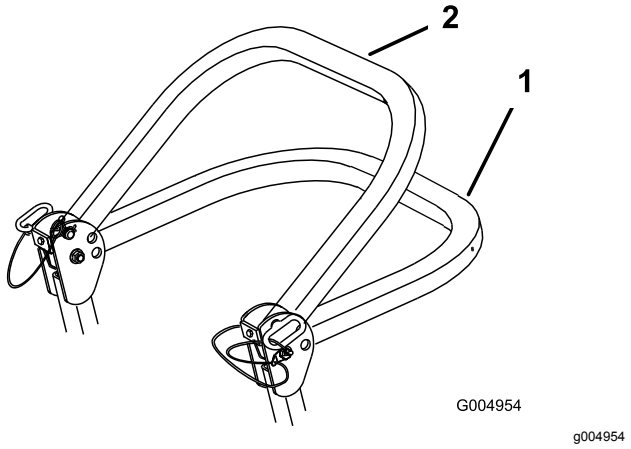

Figur 8
2. Sänk ned störtbågen till nedfällt läge (Figur 8).
Obs: Det finns två nedfällda lägen. Se Figur 8.